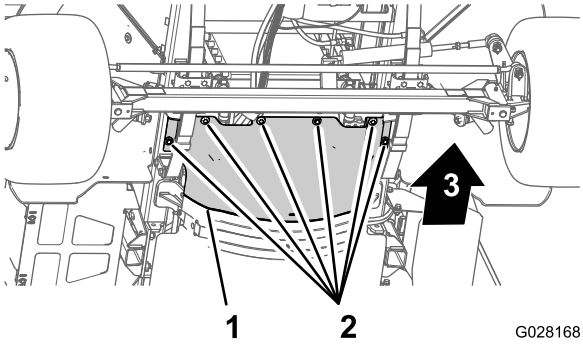

Figura 60
3. Retire los 6 pernos de cabeza hexagonal y las 6 arandelas que sujetan el protector térmico delantero al chasis, y retire el protector (Figura 60).